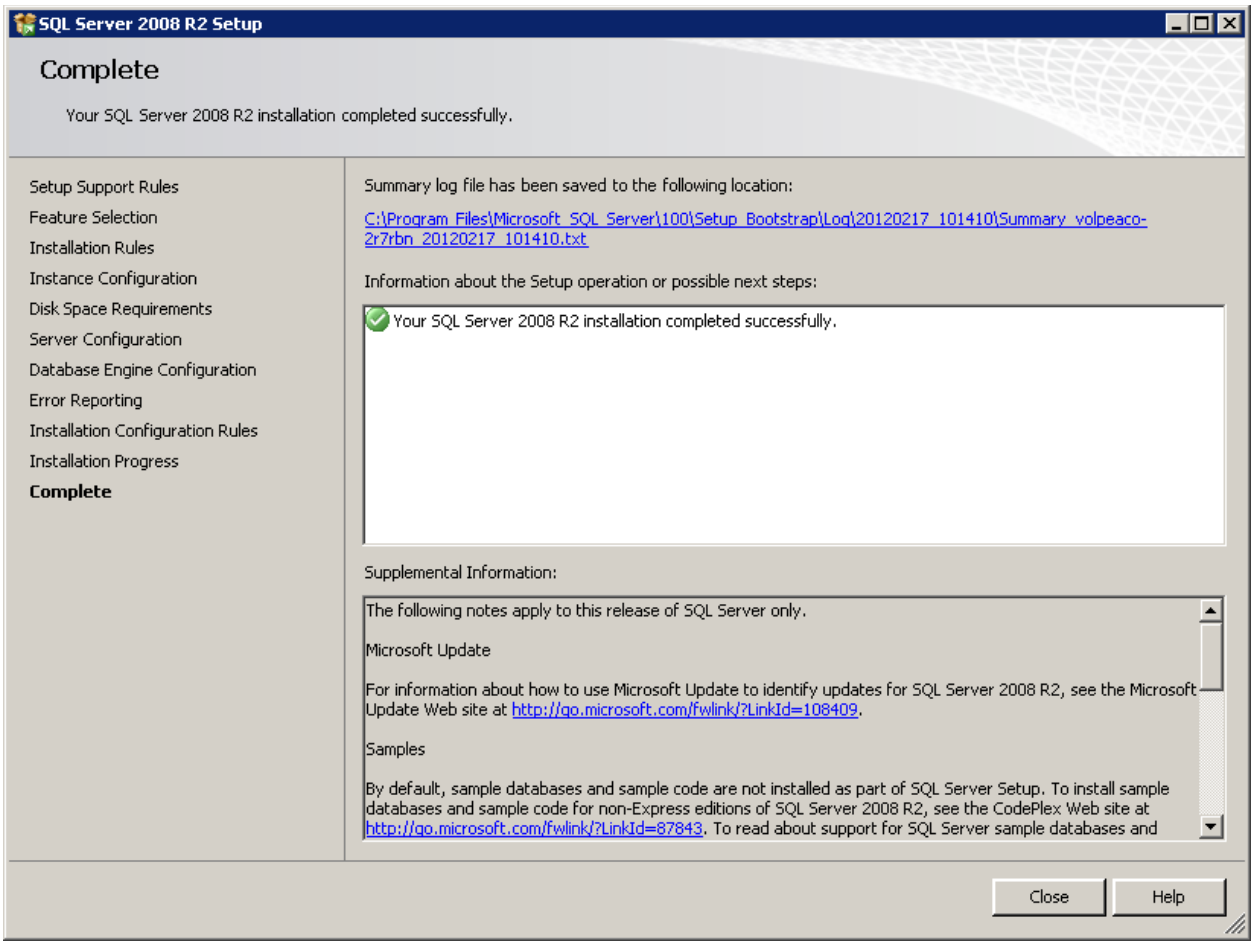

Figure 2-9 SQL Server 2008 R2 Setup – Complete
15. *Complete:* The final screen will confirm that the installation was successful (Figure 2-9). Click the *Close* button to close the *Setup* window.